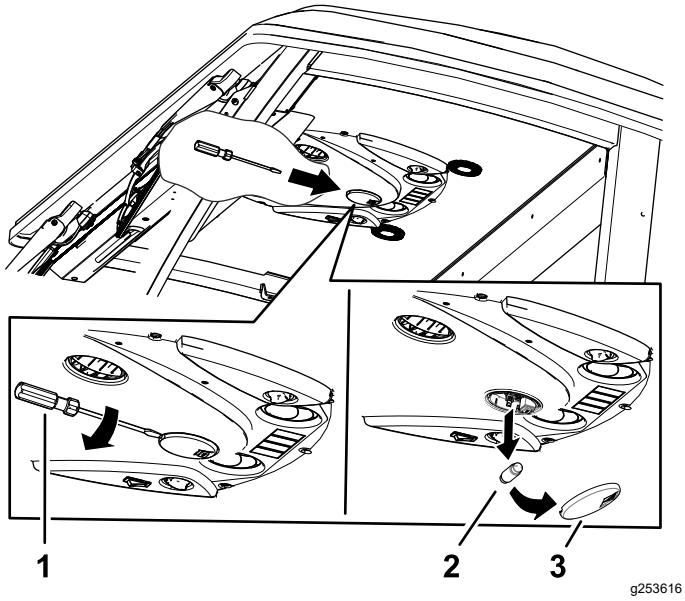

Figure 89
1. Avec un tournevis, enlevez le verre du panneau de commande (Figure 89).
2. Retirez l'ampoule du culot (Figure 89).